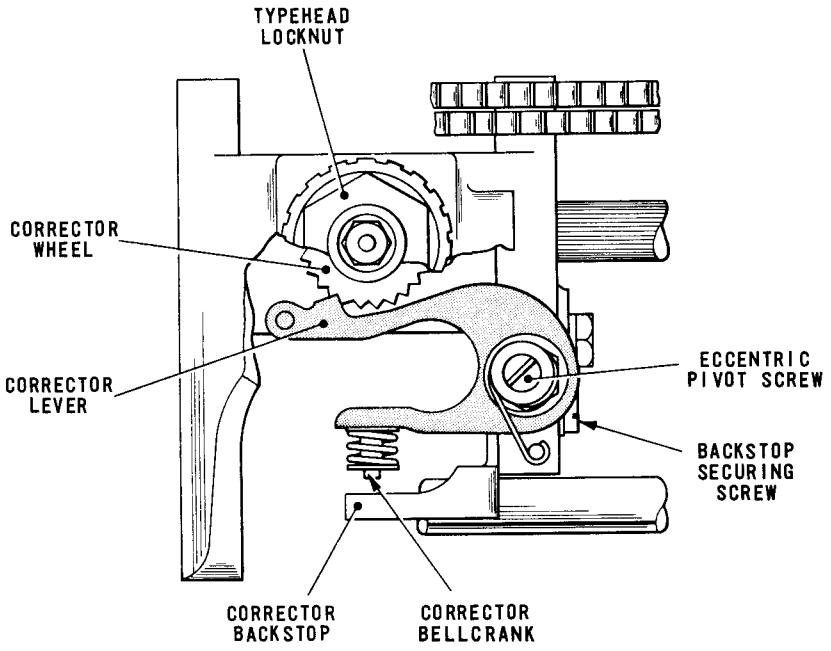

Fig. 4.12 TYPEHEAD CORRECTOR MECHANISM
17.1 Press the corrector lever, Fig.4.12, into full engagement with the corrector wheel and check that the type in the printing position is parallel to the rear edge of the typehead unit casting.